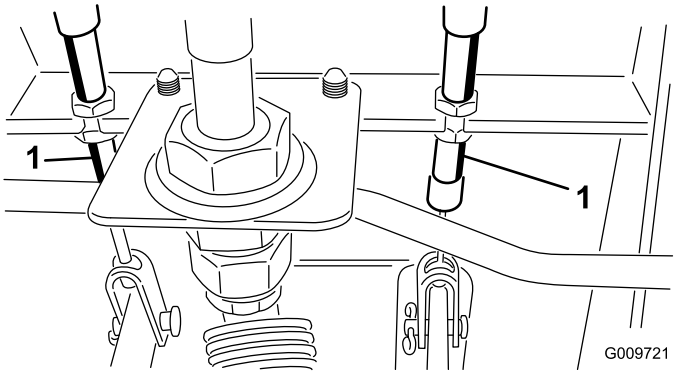

Figure 77
A. Loosen the front nut on the threaded end of the brake cable (Figure 77).